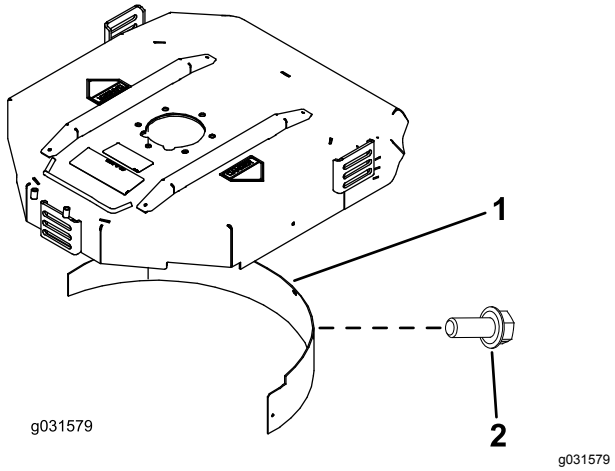

Figura 19
2. Montate il deflettore per mulching nell'apertura posteriore e fissatelo con 5 bulloni a testa flangiata (Figura 19).